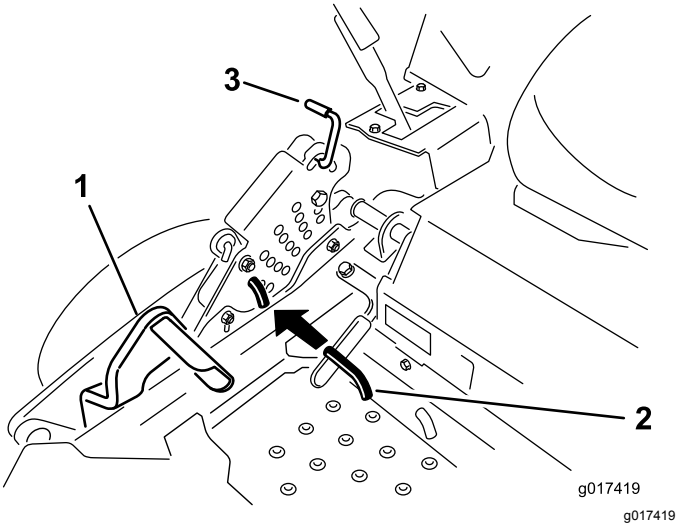

**Figur 76**
5. Skub pedalen til skjoldløft hele vejen frem, hvorefter skjoldet låses i transportpositionen på 14 cm (Figur 76).